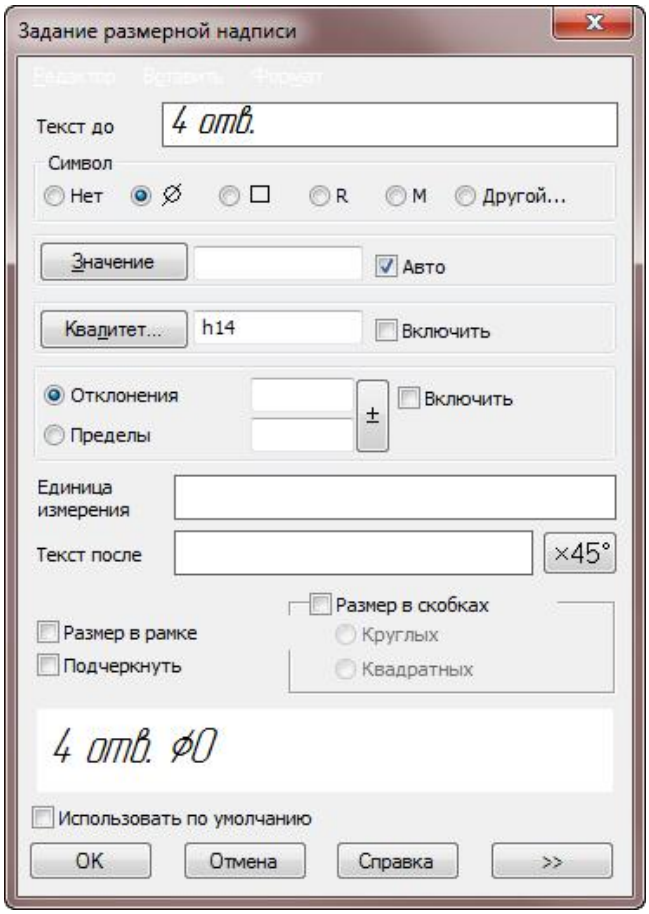

Рисунок 4.20–Вікно розмірного напису діаметрального розміру.
32) На екрані з'явиться вікно *Задавання розмірного напису,* де в полі *Текст до* вказуємо *4 отв.* Для додавання відповідного тексту перед розмірним написом (рис. 4.20).